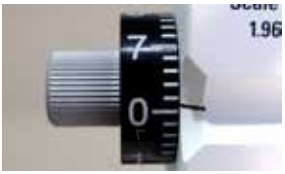

Abbildung CA-07
5. Stellen Sie die Trommel auf Position -0,1. Siehe Abbildung CA-07.
Siehe Abbildung CA-07.